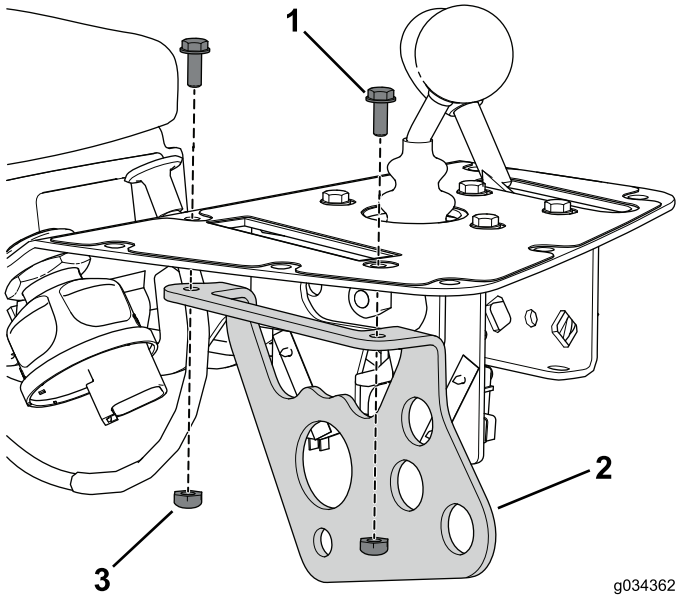

Bild 9
8. Entfernen Sie die zwei Schrauben und Muttern, mit denen die Funktionshebelhalterung am Bedienfeld befestigt ist, und werfen sie weg (Bild 9).